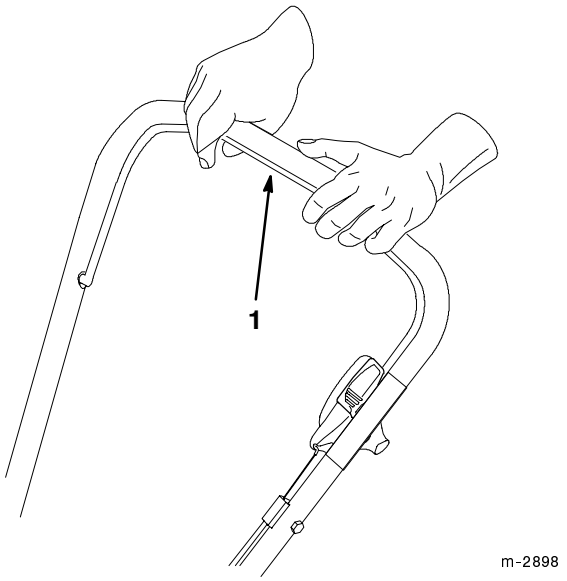

Abbildung 18
4. Den Fahrantriebshebel gegen die Griffstange drücken (Abb. 18).